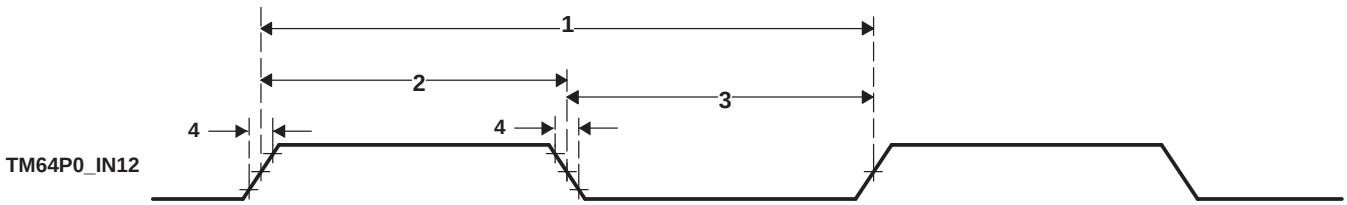

Figure 6-68. Timer Timing
Table 6-117. Timing Requirements for Timer Input[(1) (2)] (see Figure 6-68)